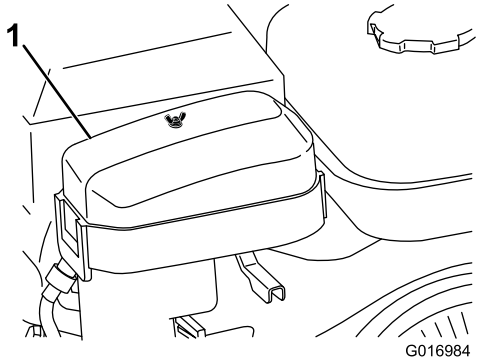

Figur 28
2. Fjern vingemutteren som fester luftrenserdekselet og fjern dekselet (Figur 28).